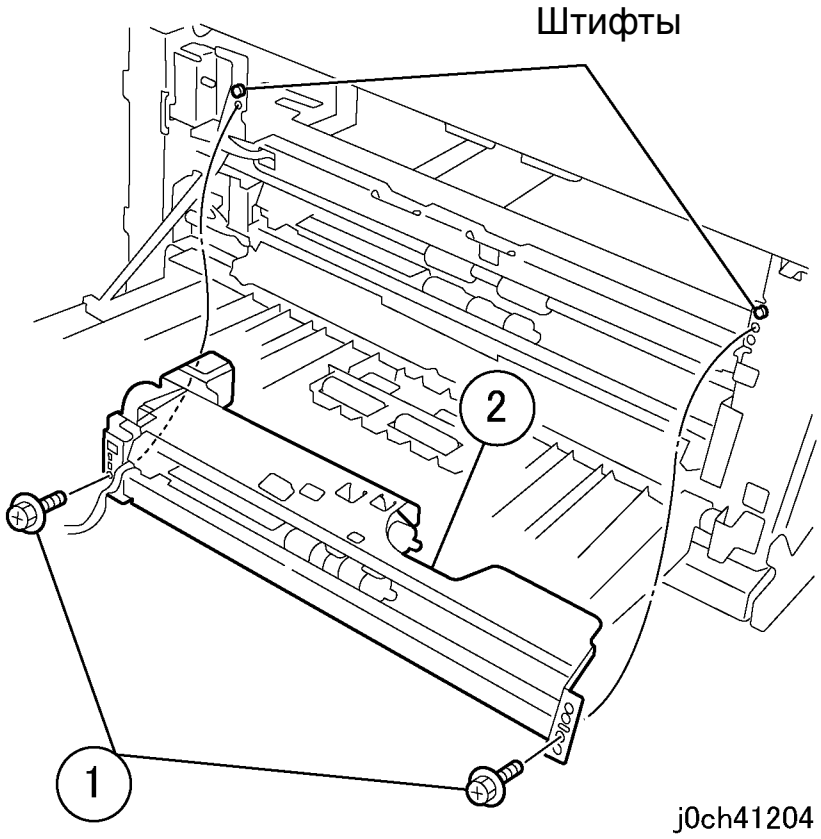

Рисунок 4 Снятие податчика лотка 3 (j0st41204)
7. Снимите податчик лотка 3 (рисунок 4).